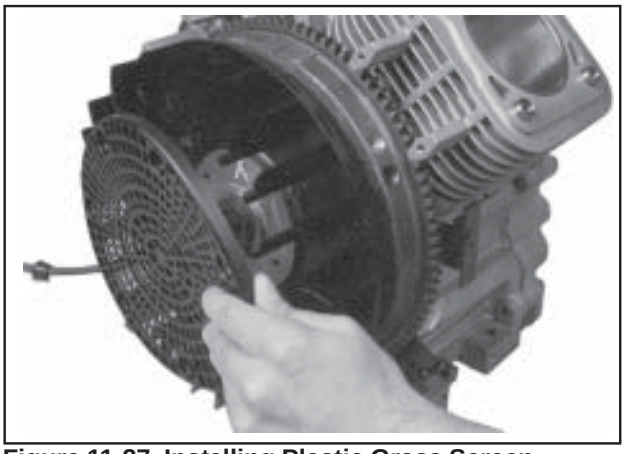

Figure 11-27. Installing Plastic Grass Screen.
3. If the engine has a plastic grass screen, snap the screen onto the fan. See Figure 11-27. Due to the possibility of damaging the posts during removal, install the retainers on different posts from which they were removed. Start the retainers by hand, then push them down with a 13 mm (1/2″) socket until they lock. If the engine has a metal screen, it will be installed later.